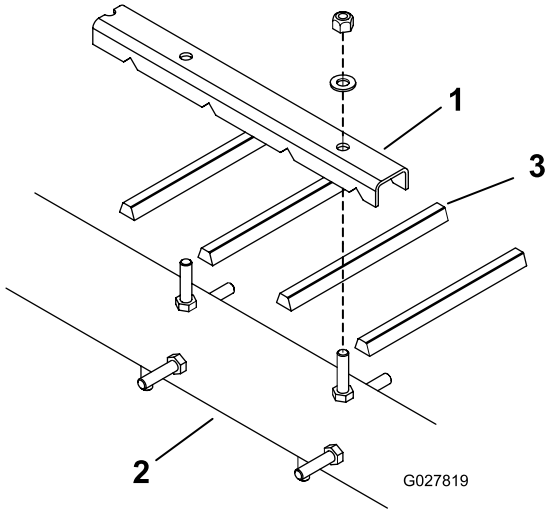
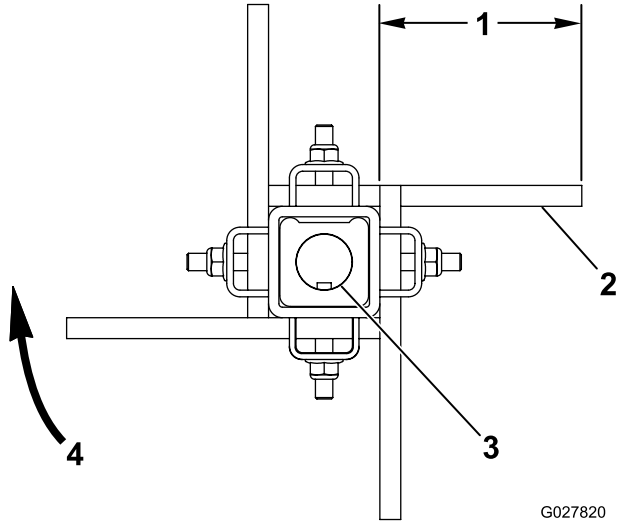

**Рисунок 11**
**Рисунок 12**
1. Ослабьте гайки и шайбы, с помощью которых крепятся зажимы штырей к ротору (Рисунок 11 и Рисунок 12).
3. Установите новые штыри ремня (Рисунок 11 и Рисунок 12). Штыри ремня выступают из зажимов штырей приблизительно на 10 см.